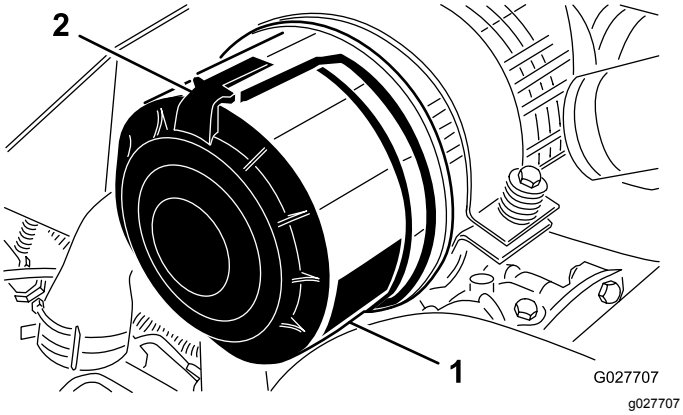

Figur 61
1. Lossa spärrhakarna som fäster luftrenarkåpan på luftrenarhuset (Figur 61).